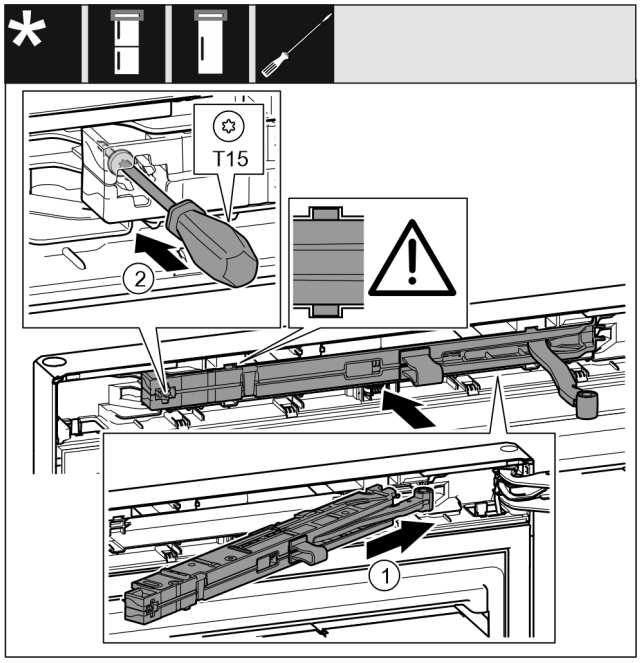

*Fig. 30*
- ▶ Sluitdemperunit *Fig. 30 (1)* aan de lagerbokzijde tot aan de aanslag schuin in de uitsparing schuiven.
- ▶ Schroef *Fig. 30 (2)* met een schroevendraaier vastschroeven.